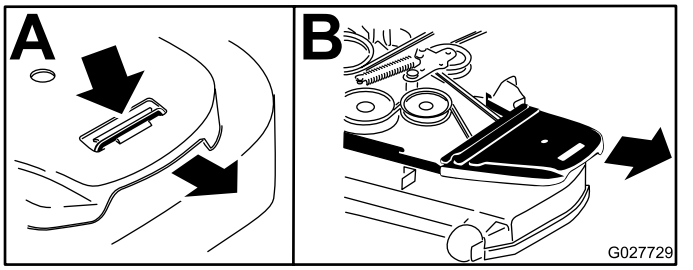

Figuur 72
5. Verwijder de plastic riemkap (Figuur 72).
6. Verwijder de aandrijfriemkappen (Figuur 72).